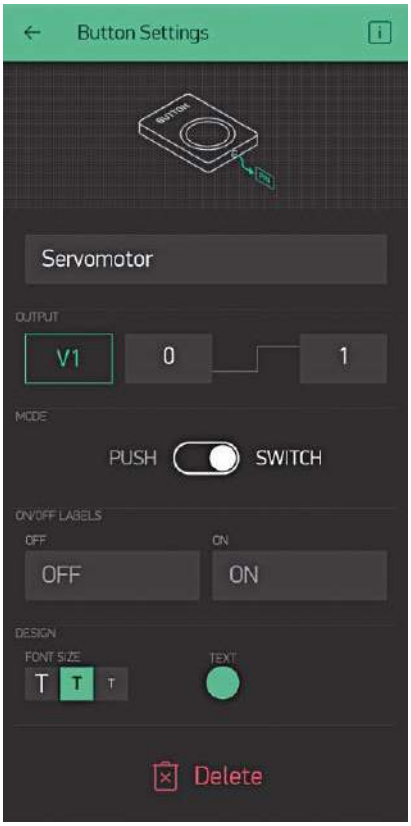

Rysunek 5. Ustawienia serwomotoru w aplikacji Blynk
8. W przypadku serwomotoru zmień nazwę przycisku na Servomotor. Kliknij pole wyjścia, wybierz Virtual pin jako V1 i zmień opcję Mode na Push (rysunek 5). Podobnie, ponownie wybierz Button i zmień jego nazwę na ServoV2, pole wyjściowe na V2 i opcję Mode jako Switch.